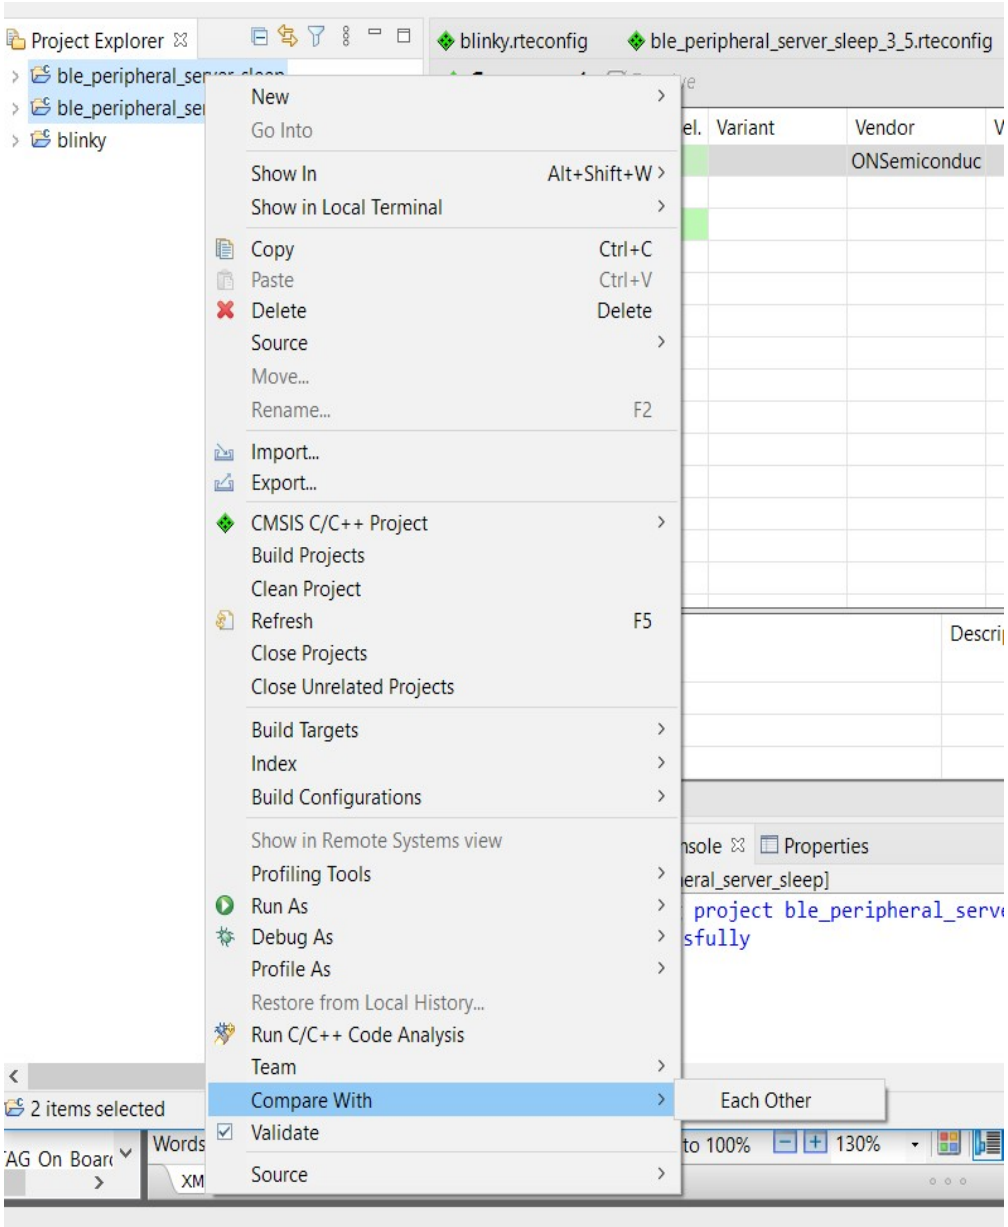

**Figure 18. Comparing Your Sample Application to the Latest Version**
6. Compare your application to the latest sample from the CMSIS-Pack using the Eclipse **Compare With** feature, as shown in the "Comparing Your Sample Application to the Latest Version" figure (Figure 18), or with your preferred comparison tool.